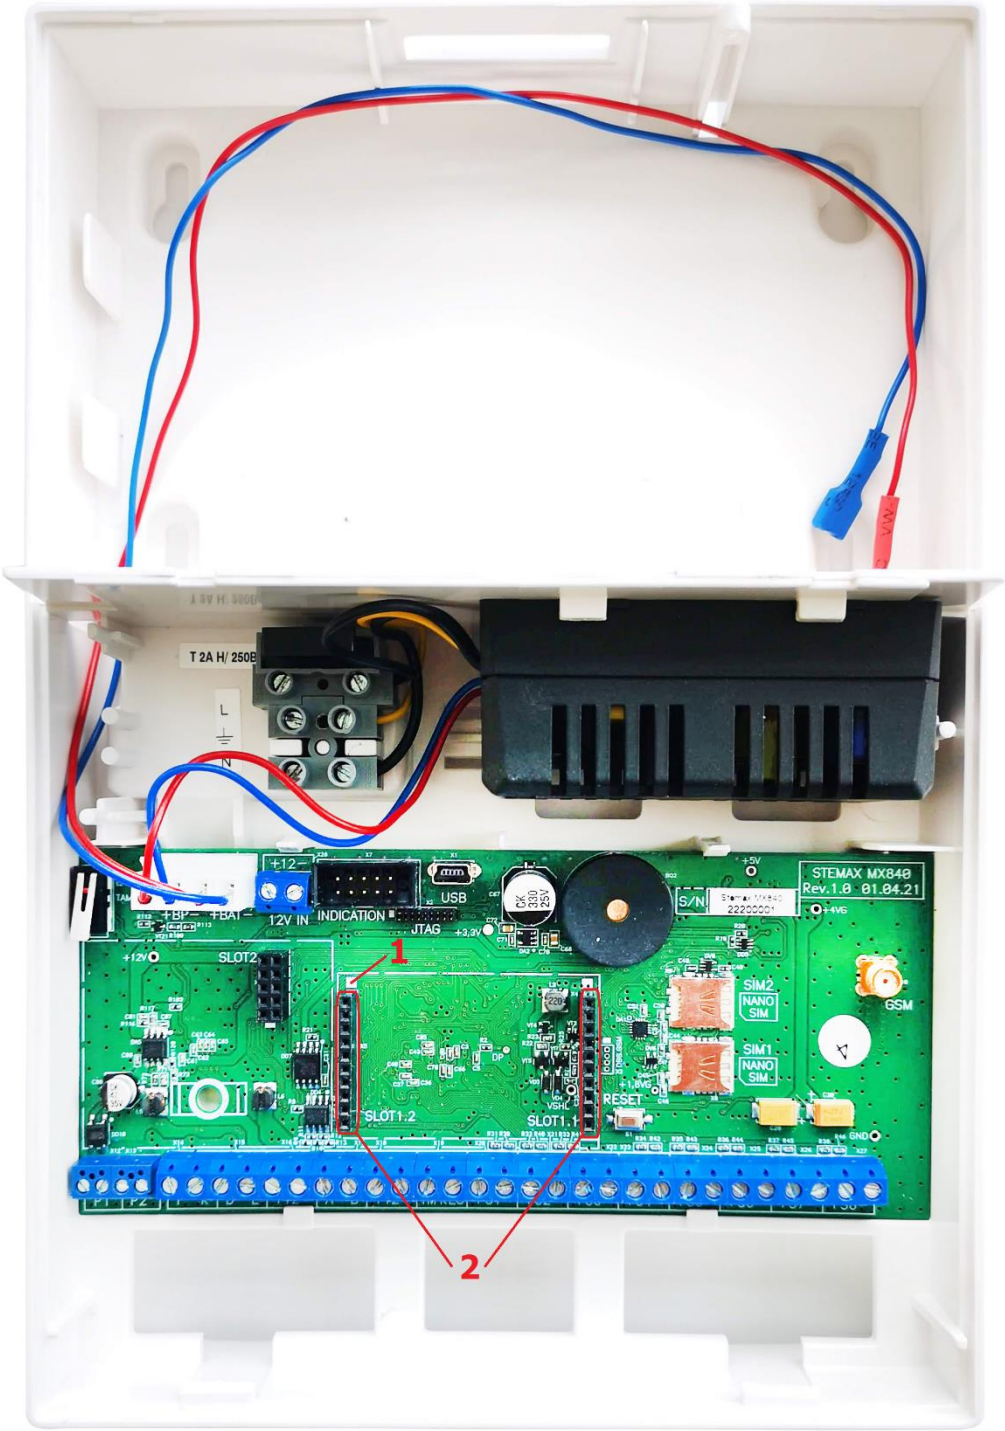

Рисунок 3.2 – Вид контроллера STEMAX MX840 со снятой крышкой
На иллюстрации (см. рисунок 3.2) для примера приведена плата контроллера STEMAX MX840, на которой выделены слот для подключения модуля (2) и метка для правильной установки модуля (1).